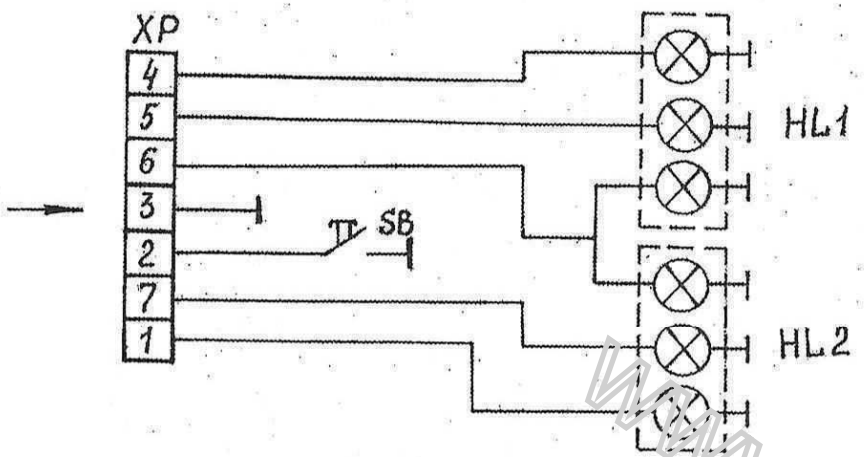

Рис. 4.8.
4.8.1 Электрооборудование (рисунок 4.8) предназначено для подачи сигналов поворота, "Стоп", обозначения задних габаритов и сигнализации о достижении заданной плотности рулона.